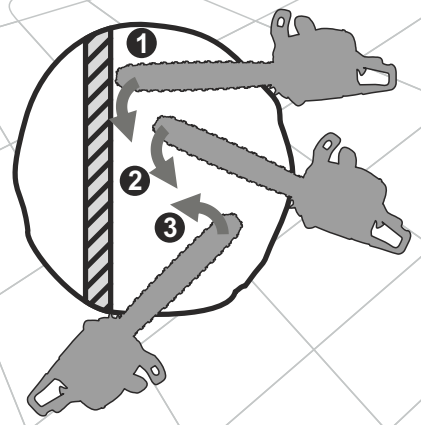

Рис. 27
1. Надежно упритесь зубчатым упором бензопилы в бревно (см. рис. 27).